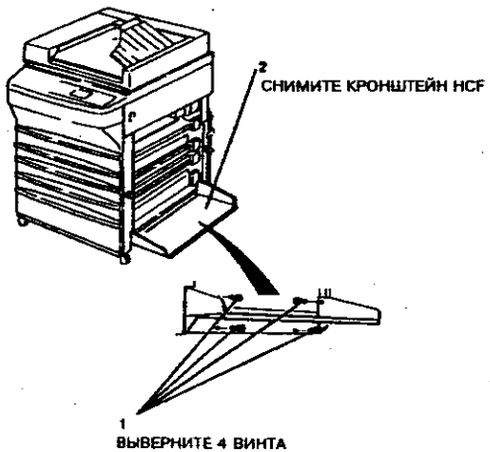

**Рисунок 5. Снятие кронштейна HCF**
6. (Рисунок 5) Снимите кронштейн HCF.